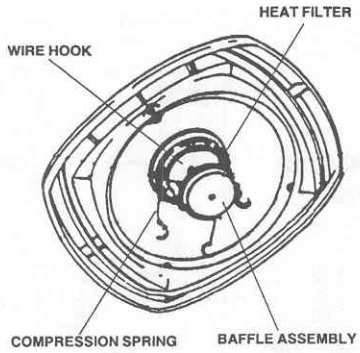
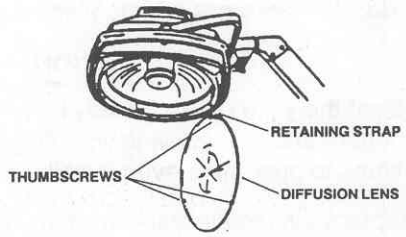

Figure 3-52. Heat filter installation.
Figure 3-53. Diffusion lens removal/replacement.
(20) Reinstall the heat filter by grasping it as illustrated in figure 3-52 and hooking the three compression springs.
(21) Clean the heat filter by following the procedures in paragraph 2-10.
(22) Reinstall the diffusion lens using the three thumbscrews (fig 3-53).
(23) Test the operation of the surgical light by depressing the rocker switch (mounted on the lighthead yoke) to the "—" symbol.